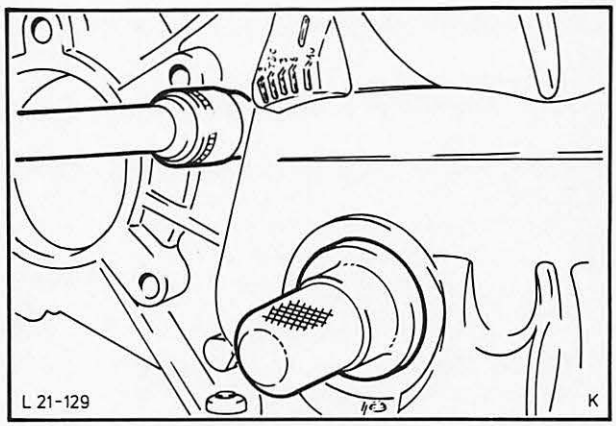

Abb. 173 Stirnraddeckel mit Spezialwerkzeug 21-059 (GC-6059) zentrieren
51. Neue Stirnraddeckeldichtung beidseitig mit Dichtungsmasse bestreichen, Dichtung auf Stirnraddeckel legen und Deckel mit Hilfe des Spezialwerkzeuges 21-059 (GC-6059) zentrieren. Schrauben mit vorgeschriebenem Drehmoment anziehen, Abb. 173.